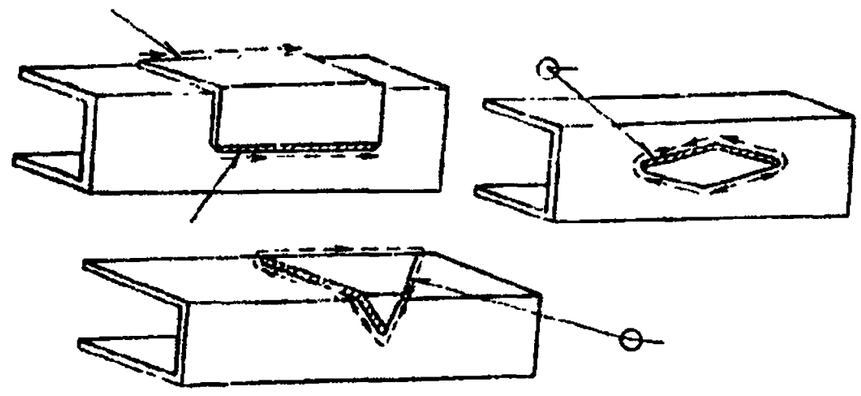

Рис. 369. Схемы приварки усилительных накладок
11. Швы прямоугольных усилительных накладок должны быть только продольные, для треугольных и ромбовидных накладок швы наносите по контуру накладки, начиная с вертикальной стенки в направлении к полкам (рис. 369).